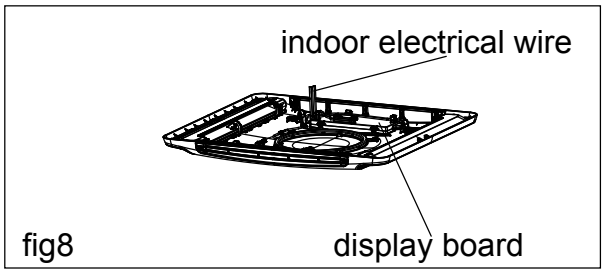

fig8
2. As shown in fig.8, the indoor unit has one set of control signal wires, with 4 wiring terminals in total.